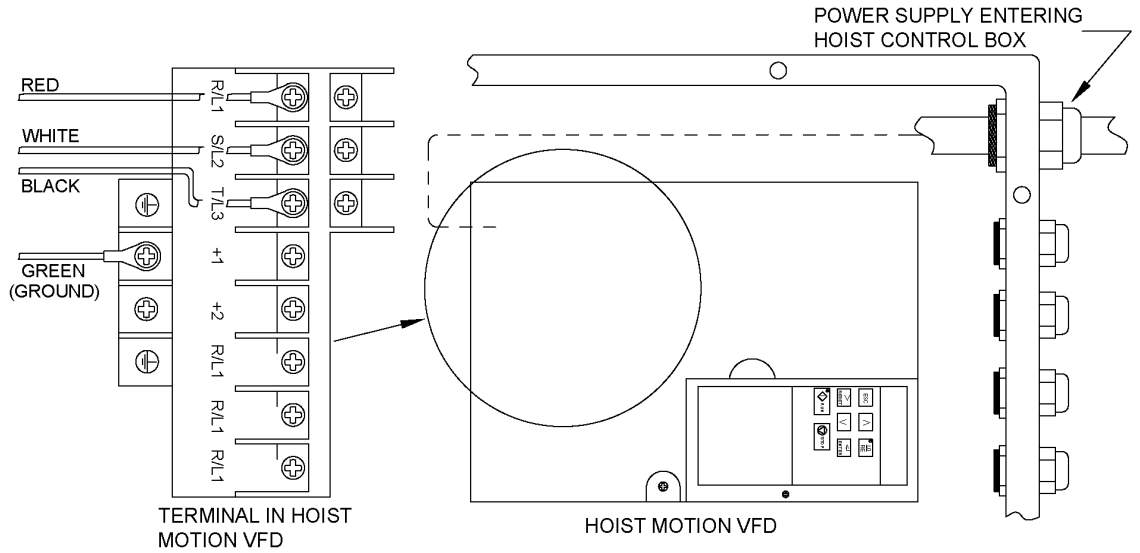

Figure 3-11 Power Supply Connection Points
1) Refer to **Figure 3-11** and the wiring diagram provided with the Hoist.
3) Multiple cable fittings/clamps are available for use on both sides of the Control Panel for the Power Supply Cord. Loosen the selected cable fitting/clamp and insert the Power Supply Cable. Pull through enough cable to reach the power supply terminal and securely tighten the cable fitting as shown in **Figure 3-11**.
5) Connect the 3 phase power leads (L1, L2 and L3) and the ground lead of the Power Supply Cable to the power supply terminals, Red, White, Black and Green/Yellow (ground). Make sure the terminals are securely tightened and each lead is completely isolated as shown in **Figure 3-11**.